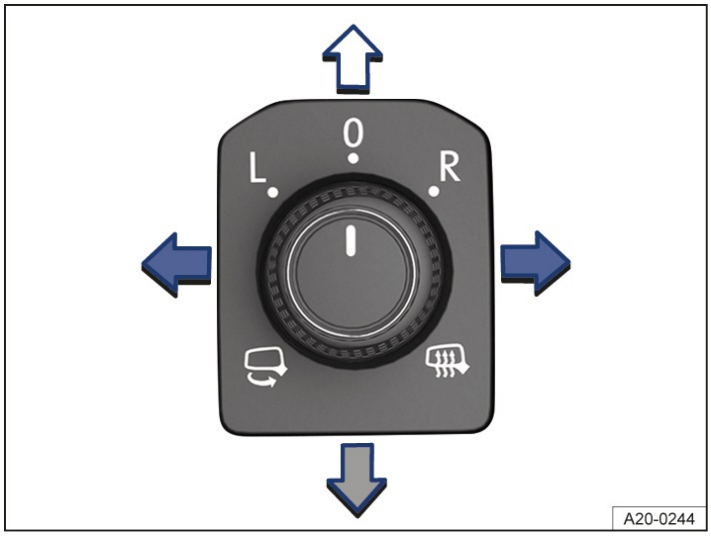

Fig. 1 In the driver door: knob for the outside mirrors.
2. Turn the knob in the driver door to the preferred symbol→ *fig. 1*.